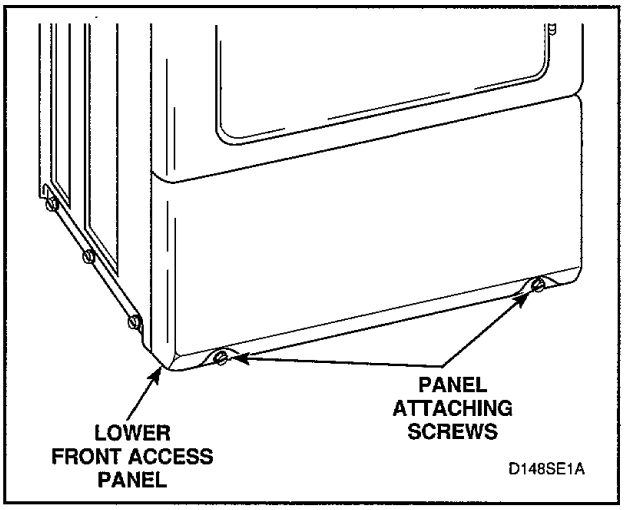

Figure 50
a. While supporting the lower access panel, remove two screws from bottom edge of lower front access panel, *Figure 50.*